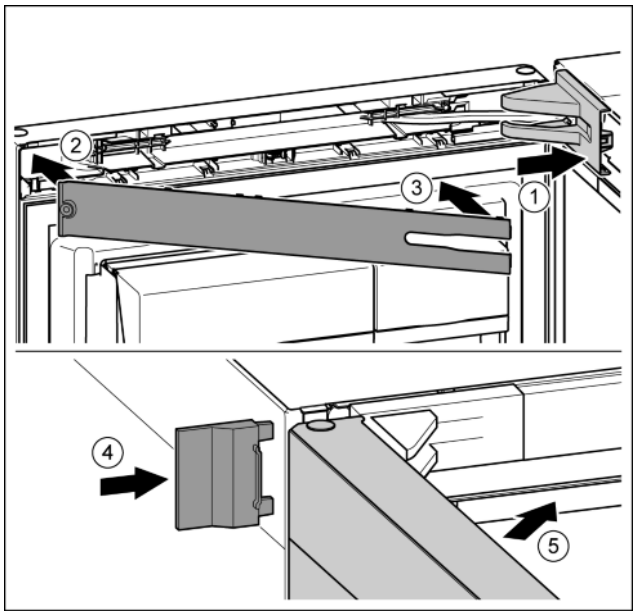

Fig. 23
▶ Position the bearing bracket and engage. If necessary push apart carefully. *Fig. 23 (1)*
▶ Position the panel. *Fig. 23 (2)*
▶ Swing in the panel and click into place. *Fig. 23 (3)*
▶ Slide on the external cover. *Fig. 23 (4)*
▶ Close the upper door. *Fig. 23 (5)*